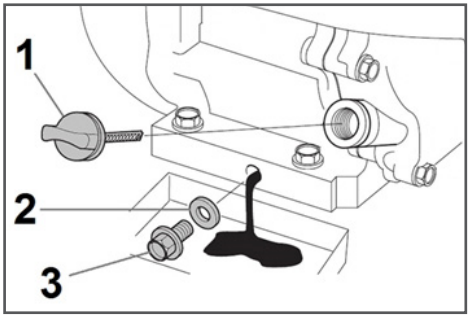

Рис. 18 Замена масла в двигателе
3. Открутите пробку 3 для слива масла и слейте отработанное масло в подготовленную для этого емкость (Рис. 18).